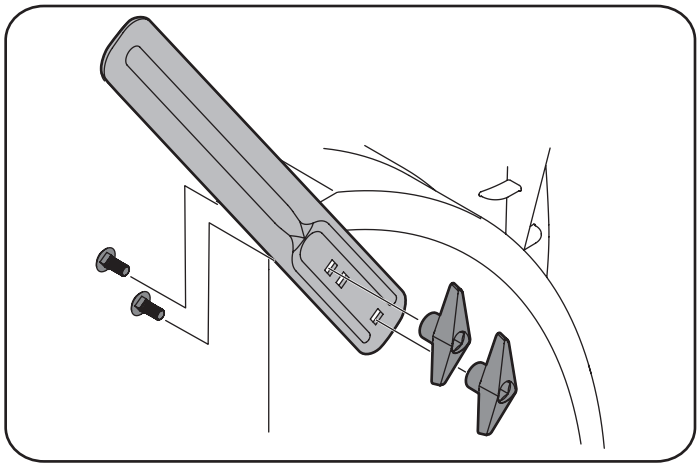

Figura 44
3. Acople los cortadores de desplazamiento de nieve con los tornillos y los pomos de mariposa en el exterior de la caja de la barrena como se muestra en la Figura 44.